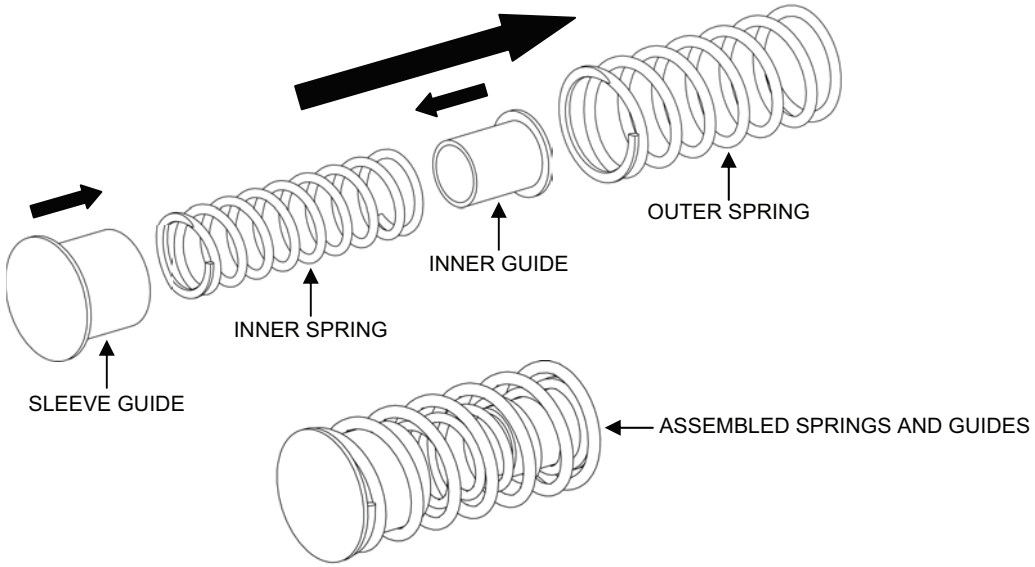

Figure 22. Actuator Spring Assembly.
h. Assemble the springs as follows (see Figure 22):